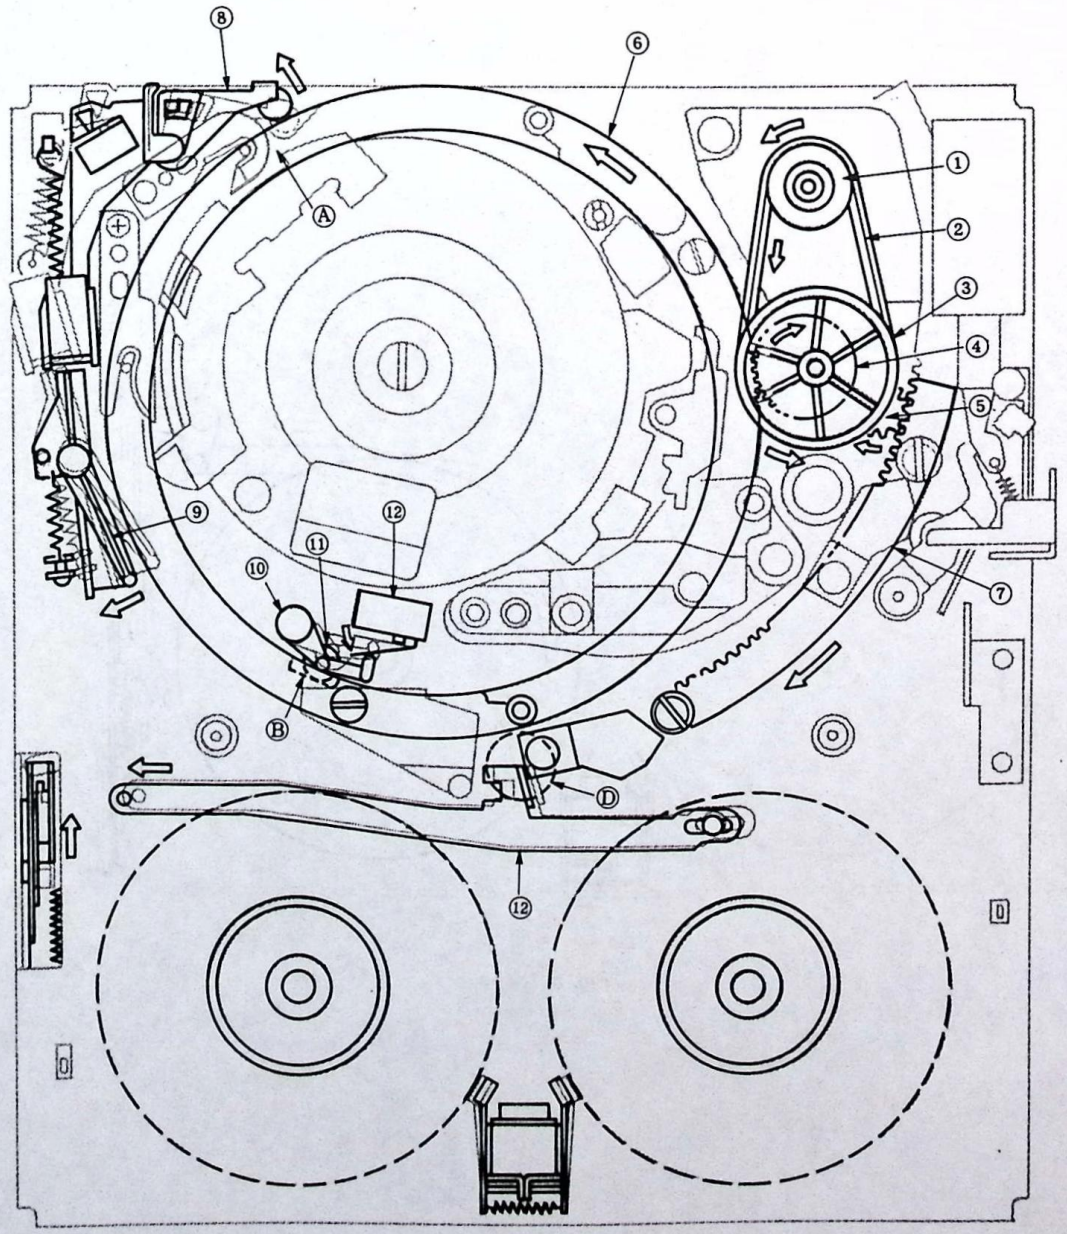

Fig. 5-17.
Fig. 5-17 and 5-18 show operations of the mechanical section during cassette eject. Threading motor (1) rotates in the direction of the arrow when the EJECT button is pressed. This rotation is transmitted to the gear pulley (3) by a rubber belt (2) , and gears D and F (4) and (5) rotate in the direction shown. When gear D 4 rotates, the threading ring (6) rotates in the direction of the arrow. The slider gear assembly (7) moves in the direction of the arrow by the rotation of gear F 5 .